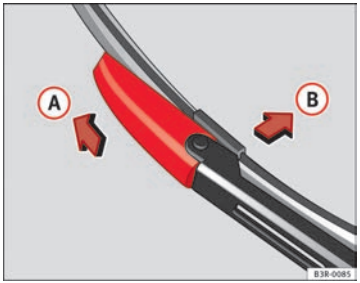

Abb. 173 Wischerblatt abnehmen
– Schieben Sie das Verriegelungsstück am Wischerblatt in Pfeilrichtung ⇒ Abb. 173 (A). Halten Sie dabei das Wischerblatt fest.
– Ziehen Sie das Wischerblatt (B) aus der Aufnahme des Scheibenwischerarms.